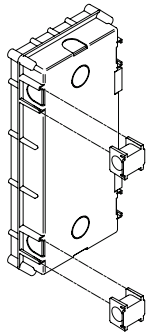
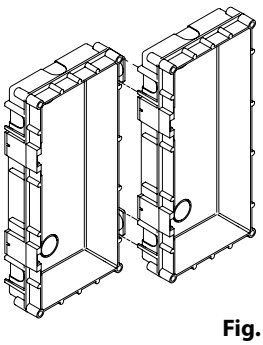
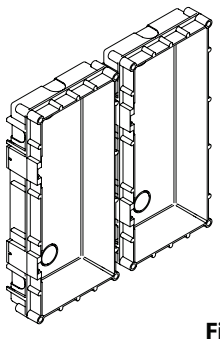

Fig. 79
Fig. 80
Fig. 81
When flush mounting and the number of modules is greater than 3, the required back boxes need to be linked together (before embedding them into the wall) as shown on **Fig.79, Fig.80 and Fig.81:**
- Hook the spacers to the first back box then hook the second back box to obtain the result shown on **Fig.81;**